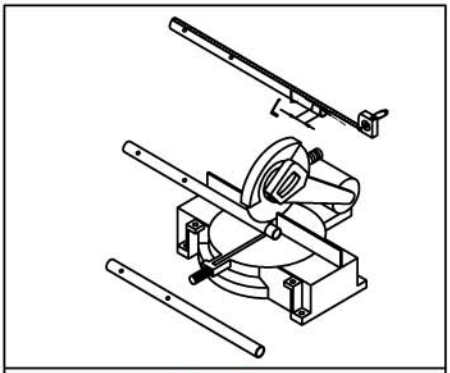

Figure 2
*See **Figure 2** for details.*